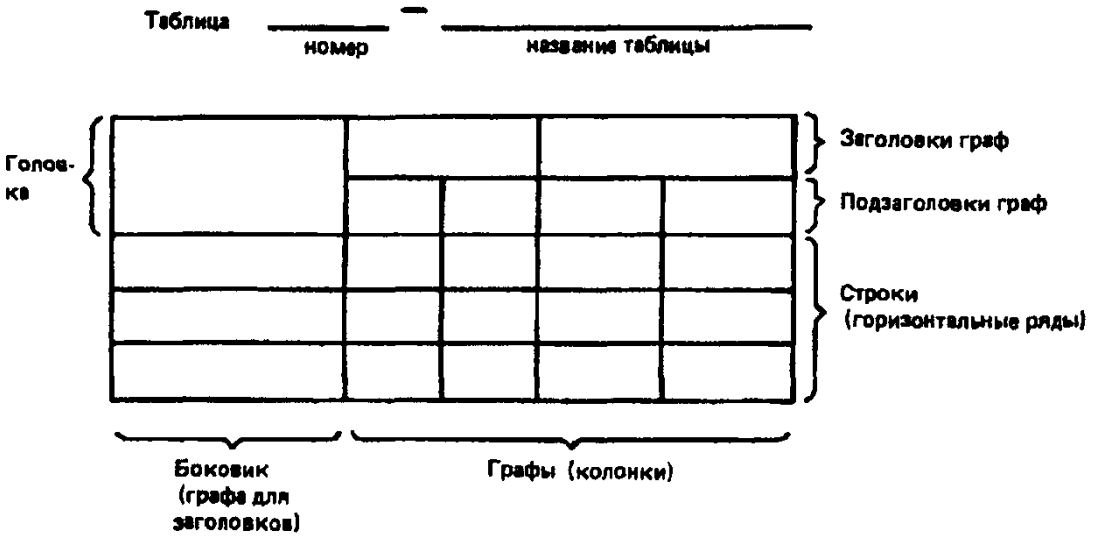

Рисунок 1 – Макет таблицы
40. Иллюстрации, за исключением иллюстраций приложений, следует нумеровать арабскими цифрами сквозной нумерацией. Если рисунок один, то он обозначается «Рисунок 1». Название рисунка располагается под иллюстрацией посередине строки. Иллюстрации каждого приложения обозначают отдельной нумерацией арабскими цифрами с добавлением перед цифрой обозначения приложения. Например – Рисунок А.3.